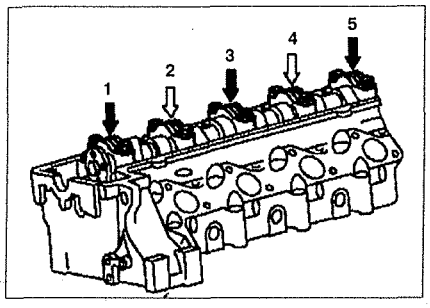
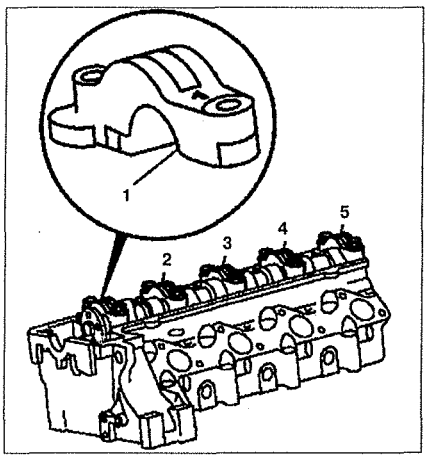

Рис. 4.23. Порядок ослабления и затяжки болтов крепления крышек подшипников распределительного вала.
Рис. 4.24. Маркировка крышек подшипников распределительного вала.
8. Ослабьте крышку **5** коренного подшипника распределительного вала и снимите ее. Порядок ослабления болтов крепления крышек коренных подшипников распределительного вала указан на рис. 4.23. Сначала необходимо открутить болты крепления **1**, **3** и **5** крышек. Затем необходимо открутить болты крепления **2** и **4** крышек. Крышки подшипников распределительного вала имеют маркировку, соответствующую номеру подшипника (см.рис.4.24).